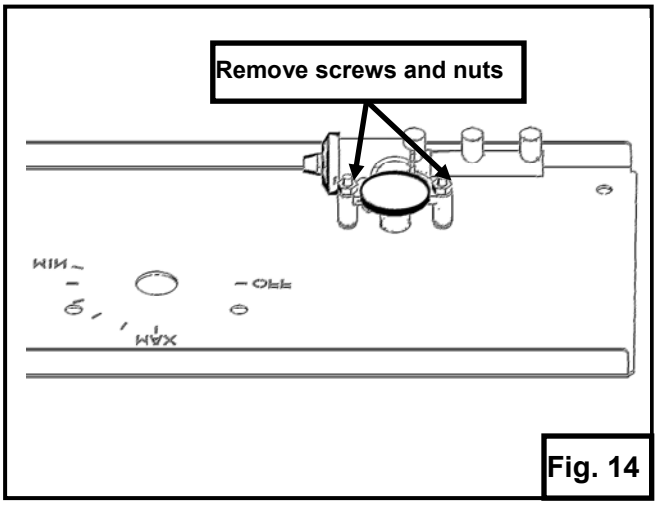

Fig. 14
4. Remove screws and nuts securing igniter to front panel. Fig. 14